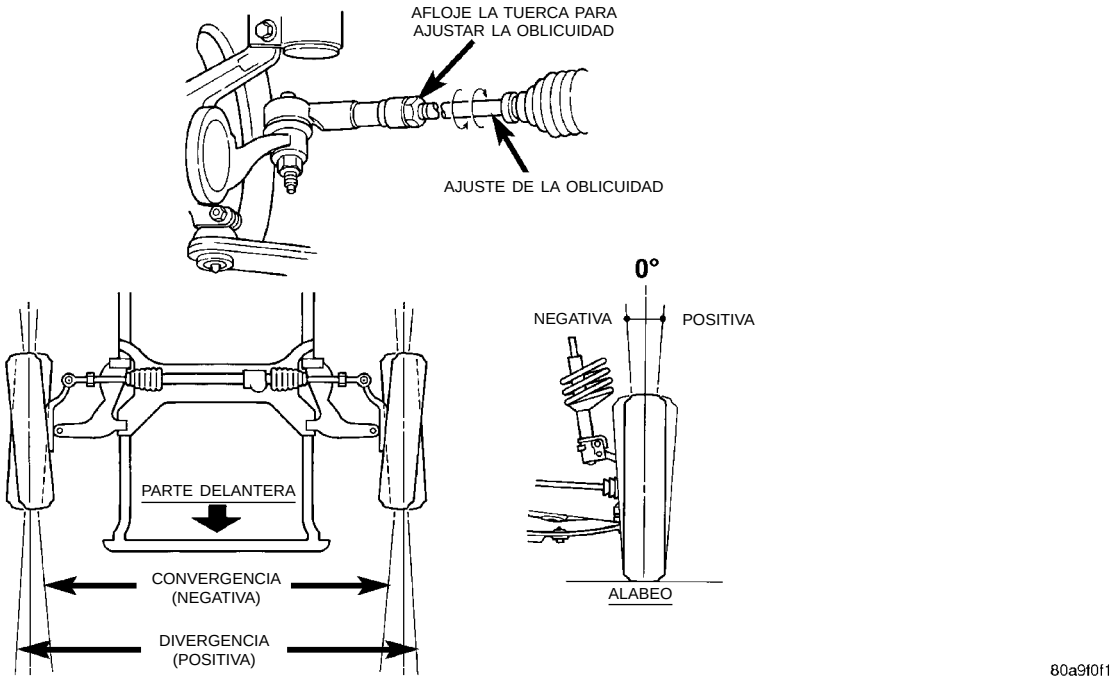

Fig. 1 Alineación de alabeo/oblicuidad
La alineación correcta de las ruedas del vehículo es el ajuste correcto de todos los ángulos interrelacionados de la suspensión delantera y trasera (Fig. 1). Estos ángulos afectan la capacidad de maniobra y dirección del vehículo cuando está en marcha.
(3) La **oblicuidad**, medida en grados o en mm (pulgadas), es la distancia en la que los bordes delanteros de los neumáticos están más cerca (o más separados) que los bordes traseros (Fig. 1). Para informarse sobre las especificaciones correctas de oblicuidad de ruedas delanteras y traseras, consulte Especificaciones de transmisión de las ruedas delanteras.
(4) El **ángulo de empuje** se define como el promedio de los reglajes de oblicuidad de cada rueda trasera. Si esta medición está fuera de especificación, reajuste la oblicuidad de las ruedas traseras de modo que cada rueda tenga la mitad del valor de oblicuidad total medido. Cuando efectúe el reajuste, no exceda la especificación de oblicuidad total.